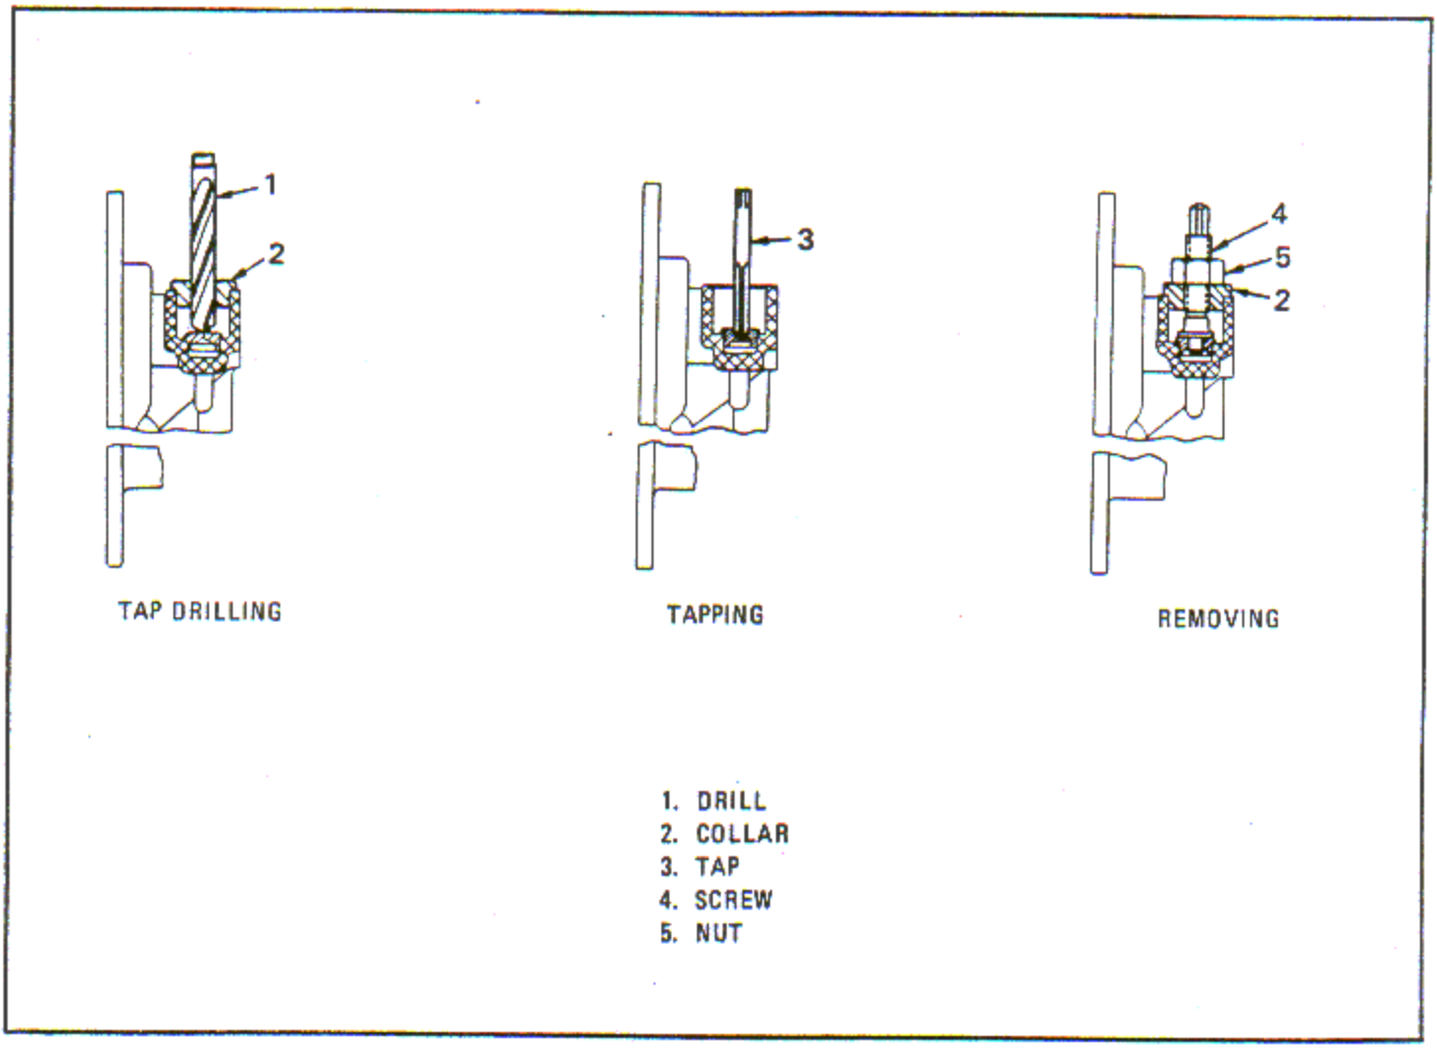

Figure 6-226. Tap Drill, Tap and Remove Thrust Button at B and C
b. Clamp the cover supported on parallels to the side of the radial drill press table. Insert collar (2, figure 6-226) in the hole above thrust button. Place an 11/16 inch diameter drill (1, figure